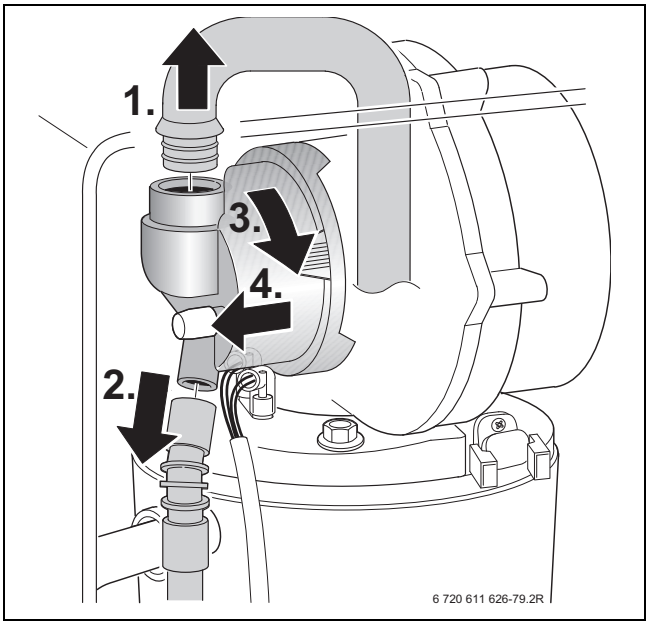

Bild 49
- ▶ Saugrohr ausbauen und Gasrohr an der Mischeinrichtung abziehen, → Bild 49.
- Mischeinrichtung [1] nach Bild 49 ausbauen.